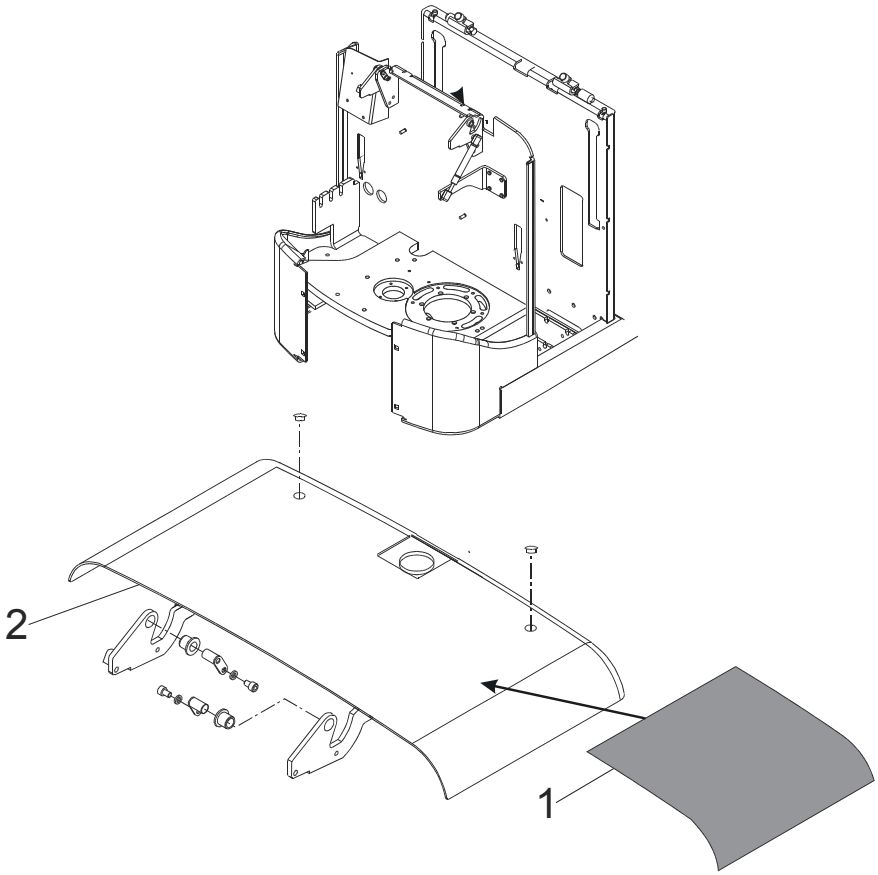

Fig. 16 Batterieabdeckung
- Entfernen Sie den Schleuderschutz Fig. 16(1).
- Entfernen Sie die Batterieplatte Fig. 16(2).